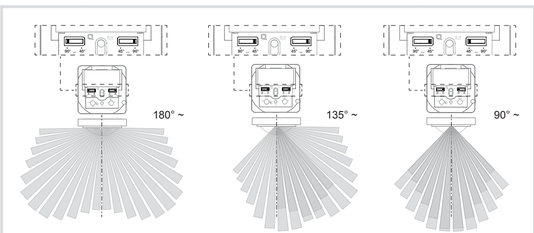
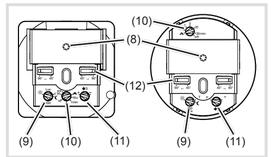

Fig. 5: Setting the detection angle
Figure 8
The detection angle can be restricted for the right side and for the left side via each adjuster (Fig. 8, 12) between 45° ... 90°. Thus, the detection angle can be between 90° and 180° (Fig. 5).
■ To do this, set the response brightness potentiometer (Fig. 8, 9) to TEST.
■ Turn the response brightness potentiometer (Fig. 8, 9) to the desired position.
■ Turn the delay time potentiometer (Figure 8, 10) to the desired position.
■ Turn the sensitivity potentiometer (Fig. 8, 11) to the desired position.